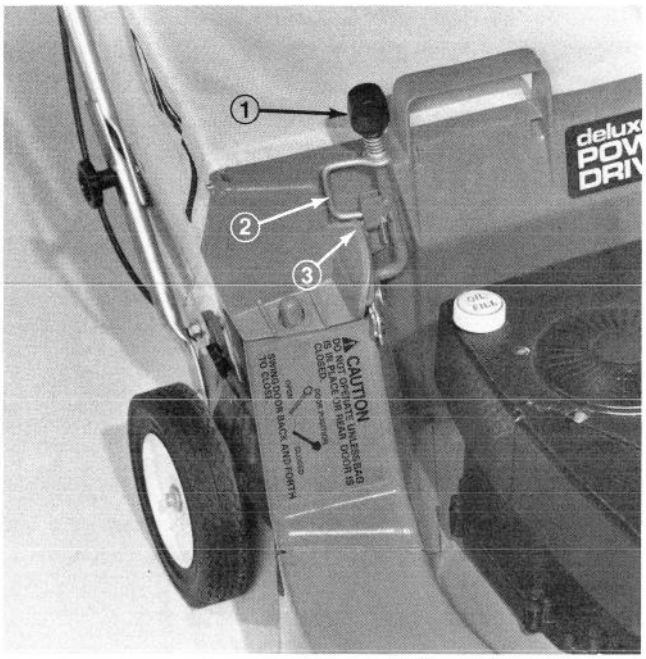

Figure 17
4. Squeeze lockout lever until it clears the housing latch. Then move handle rearward until it locks in notch at rear of bag latch (Fig. 17). The chute door in mower housing is now open, and mower is ready to bag grass.